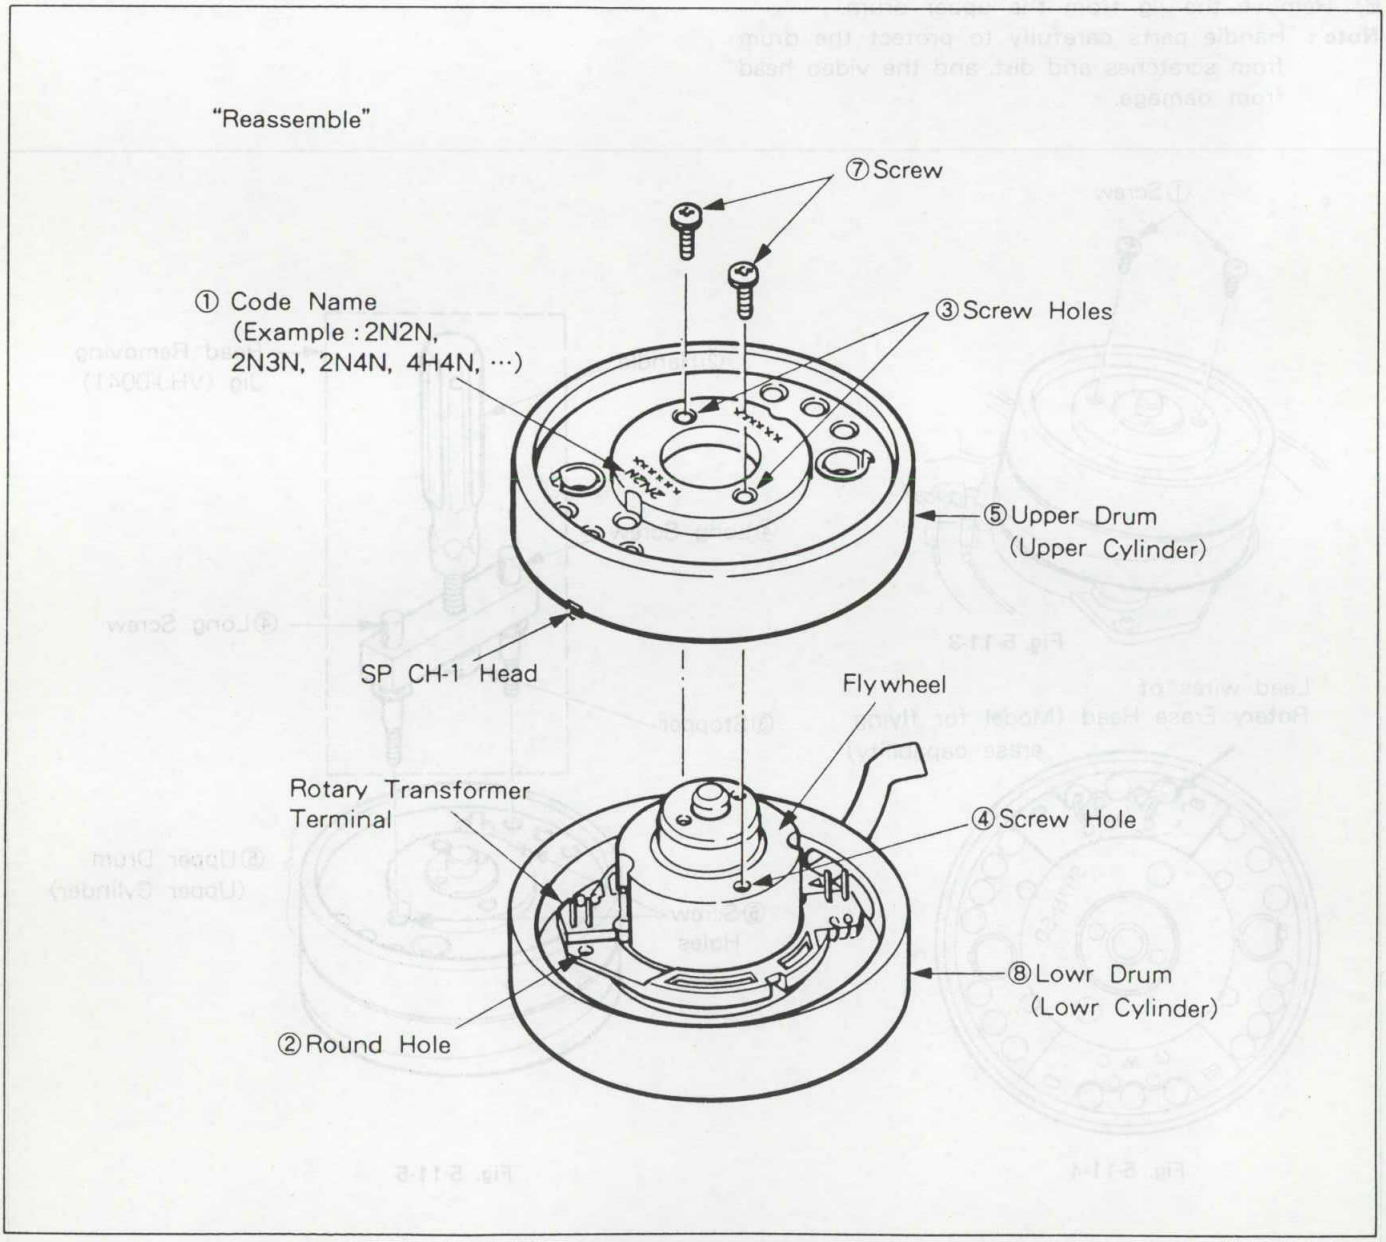

Fig. 5-11-6.
2. Remounting (See Fig. 5-11-6.)